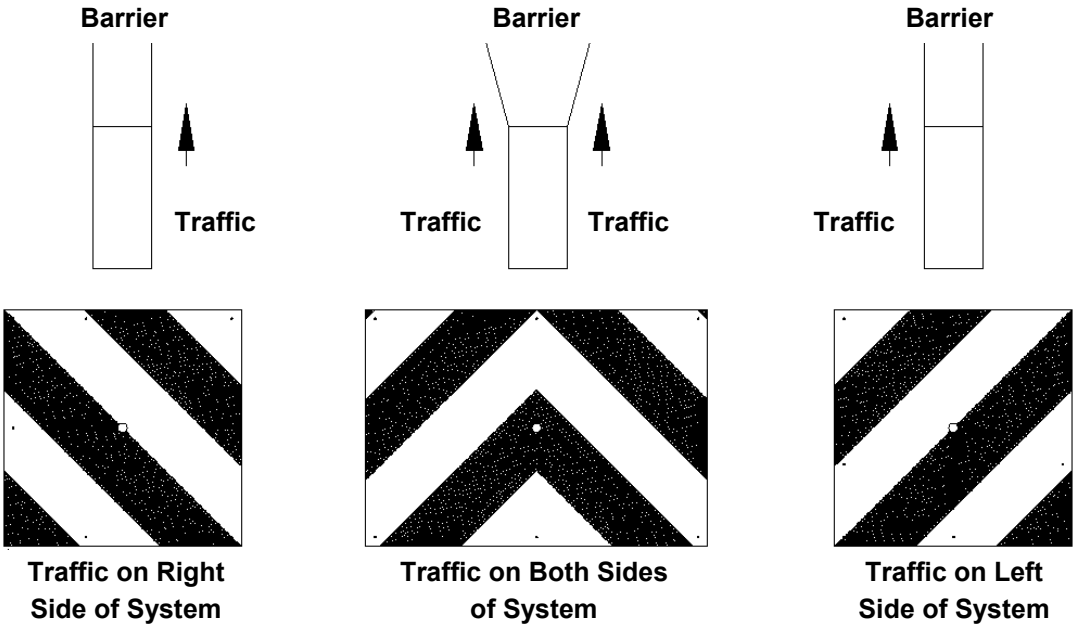

Figure 11 - Nose Cover Selection
1. Ensure an appropriate Nose Cover is attached (Figure 11). Refer to local standards and MUTCD nose cover requirements.